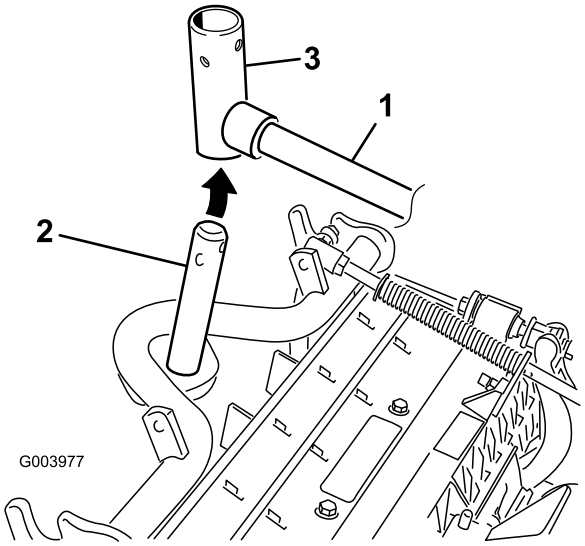

Figuur 7
7. Schuif een van de voorste maaidekken onder de hefarm terwijl u de as van het draagframe naar boven in het juk van het draaipunt van de hefarm brengt (Figuur 7).
B. Breng het juk van de hefarm aan op de as van het draagframe (Figuur 7).